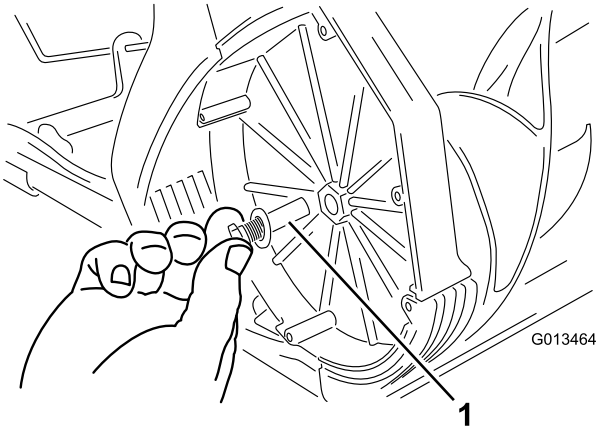

Figur 16
2. Fjern rotorpinnen (Figur 16).